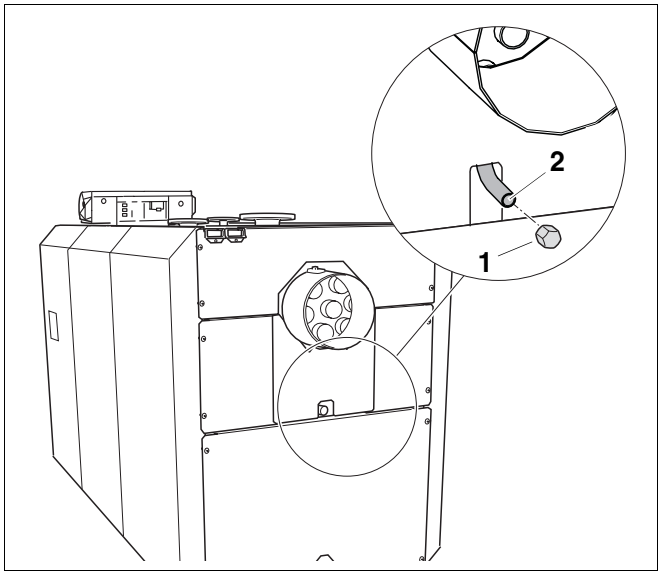

Rys. 56 Otwieranie/zamykanie otworu odpływowego środka czyszczącego z zanieczyszczeniami
- Zdjąć zaślepkę z rurki odpływowej (rys. 56, **poz. 1**).
- Zamknąć otwór rurki odpływowej (rys. 56, **poz. 2**) przy pomocy zaślepki (rys. 56, **poz. 1**).